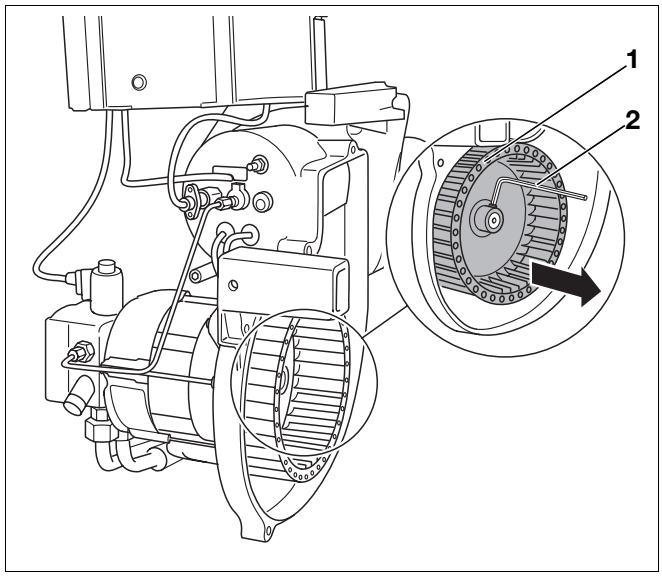

Rys. 32 Kontrola i ew. czyszczenie koła dmuchawy
- Odkręcić koło dmuchawy (Rys. 32, **Poz. 1**) kluczem imbusowym (Rys. 32, **Poz. 2**) i zdjąć z wału.
- Ponownie zamontować koło dmuchawy (Rys. 32, **Poz. 1**).